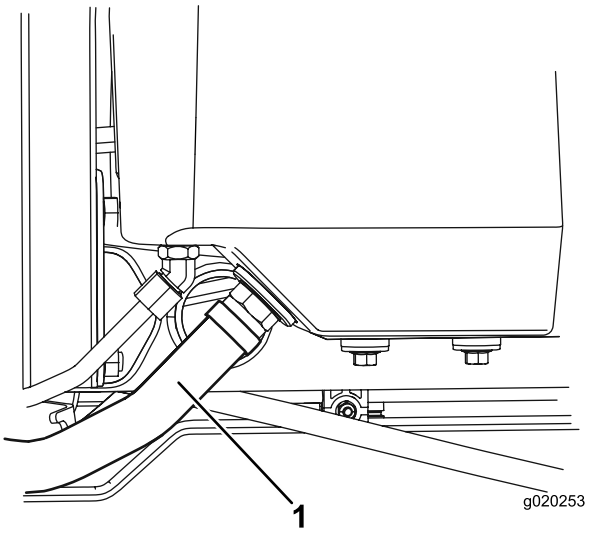

Figur 63
2. Koble den store hydrauliske slangen (Figur 63) fra beholderen og la den hydrauliske væsken renne ned